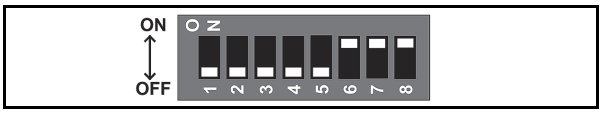

Figure 6-23 DIP Switches 6, 7, & 8 ON
2. Set 8-Position DIP Switch #6, #7 and #8 to **ON** (See Figure 6-23).